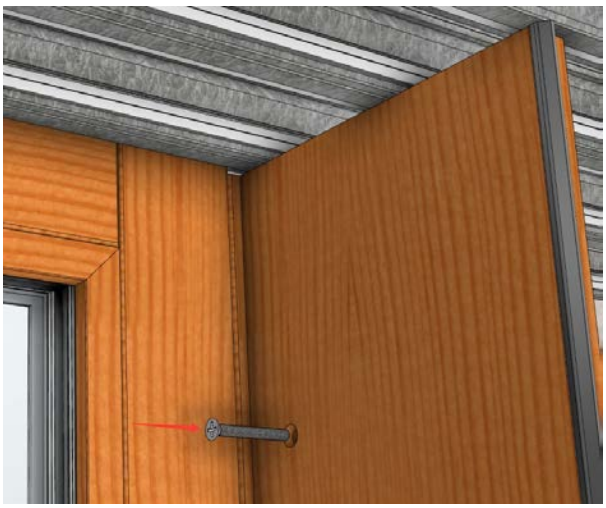

Fig PKT 16
- Fasten the skirt panel using the 10 – 32 x 1 1/2” Philips head machine screw (Fig. PKT 16).